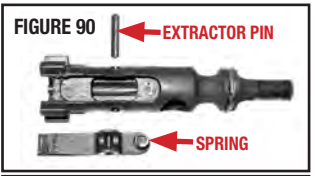

FIGURE 90
- Remove the extractor from the bolt. Do not remove the rubber grommet from the spring. (FIGURE 90)